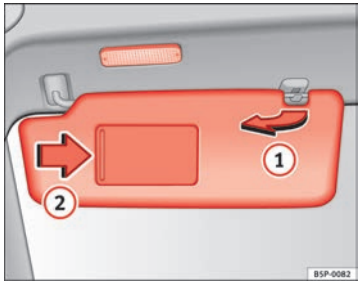

Fig. 83 Sun visor on the driver side
The sun visors for the driver and the front passenger can be pulled out of their mountings in the centre of the vehicle and turned towards the doors ⇒ Fig. 83 (1)